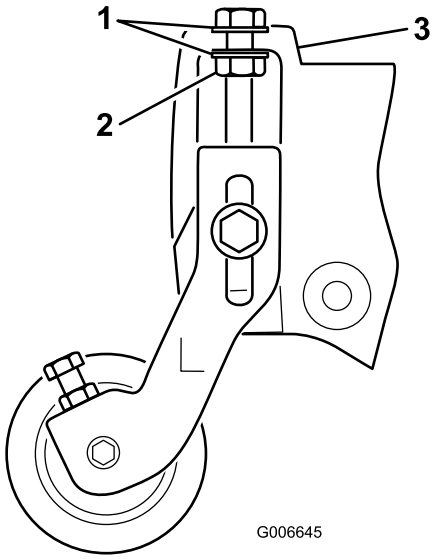

Figura 5
Nota: As anilhas nos parafusos de regulação da altura de corte devem ser colocadas em cada um dos lados da flange, na placa lateral (Figura 5).
10. Aperte a porca de retenção, no parafuso de regulação da altura de corte, até que as anilhas toquem na flange da placa lateral e depois rode a porca 1/2 volta para trás (Figura 5).